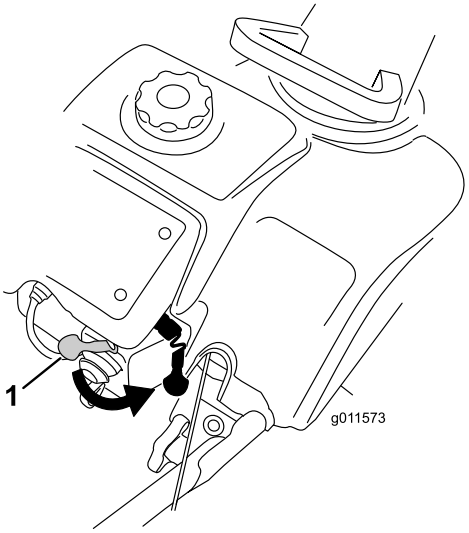
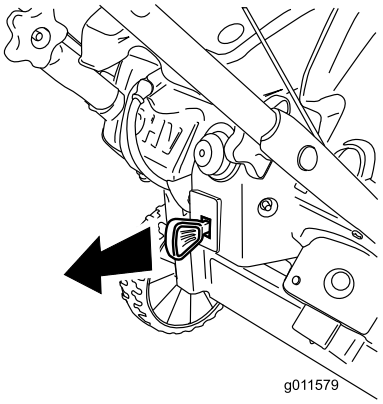

Figur 16
Figur 22
2. Beveg chokespaken helt til høyre (Figur 16).
Stopp motoren ved å dra tenningsnøkkelen ut til den klikker i Av-posisjon (Figur 22), eller beveg chokespaken helt til høyre (Figur 16).